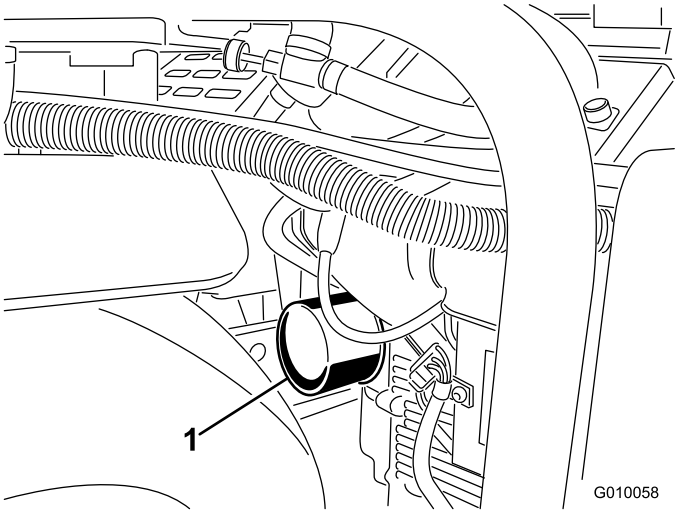
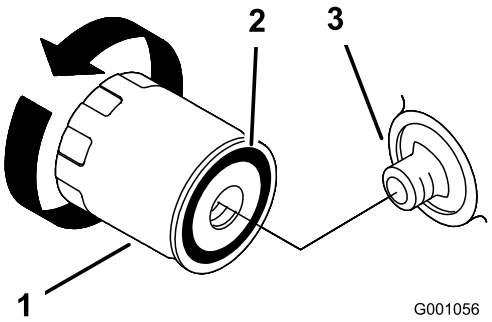

**Figur 47**
**Figur 48**
6. Anbring en lav bakke eller klud under filteret for at opfange olien (Figur 47).
7. Fjern det gamle filter (Figur 47 og Figur 48), og aftør filteradapterens pakningsoverflade.